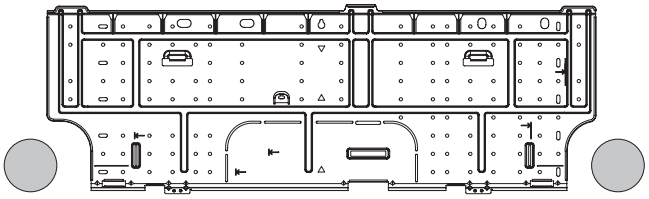

Fig. 3-10
(1) Attach the rear panel to the wall with the 8 screws provided. (Fig. 3-10)